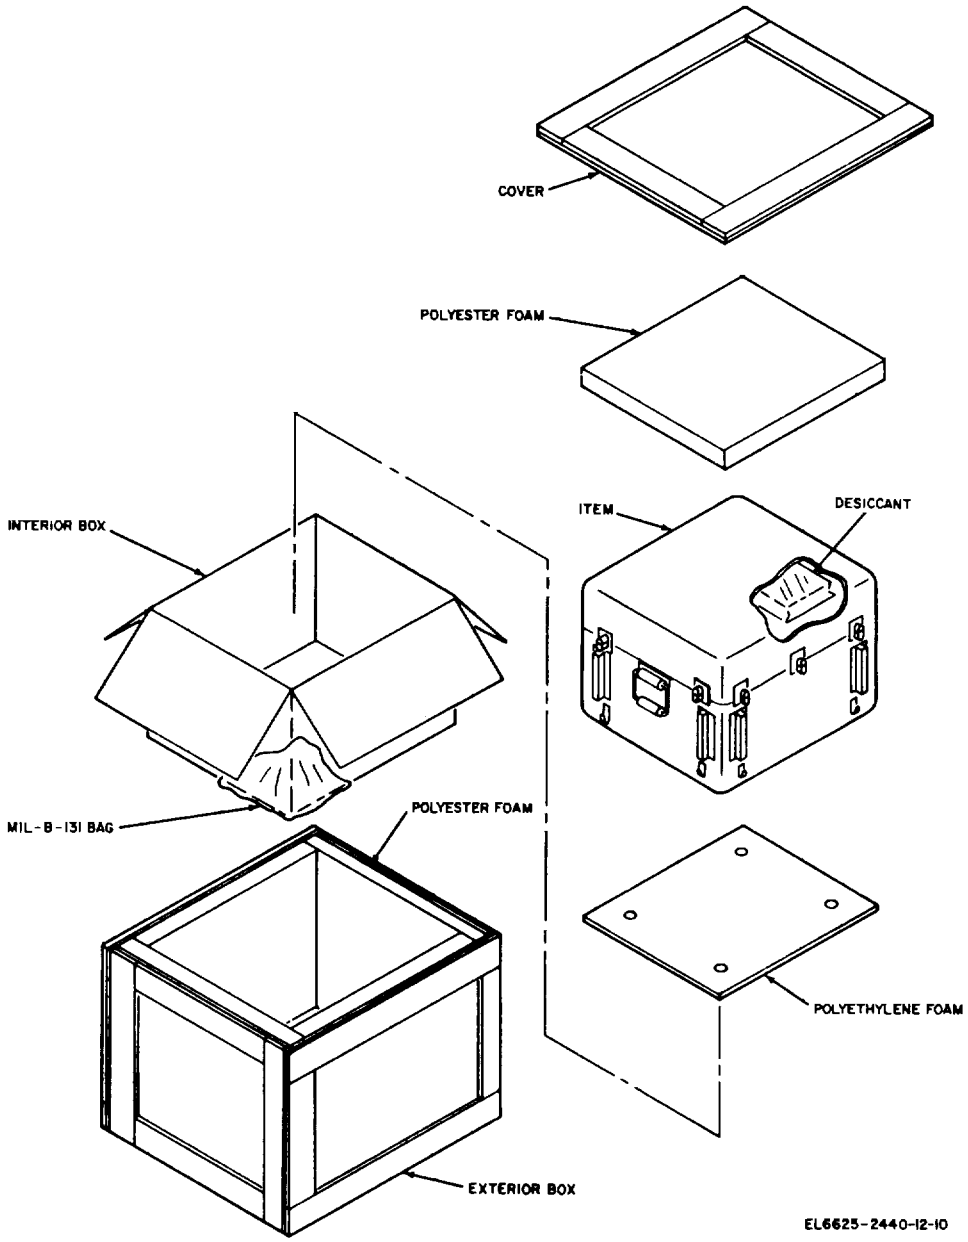

Figure 2-1. Packaging diagram.
b. Unpack electronics unit as shown in figure 2-1.